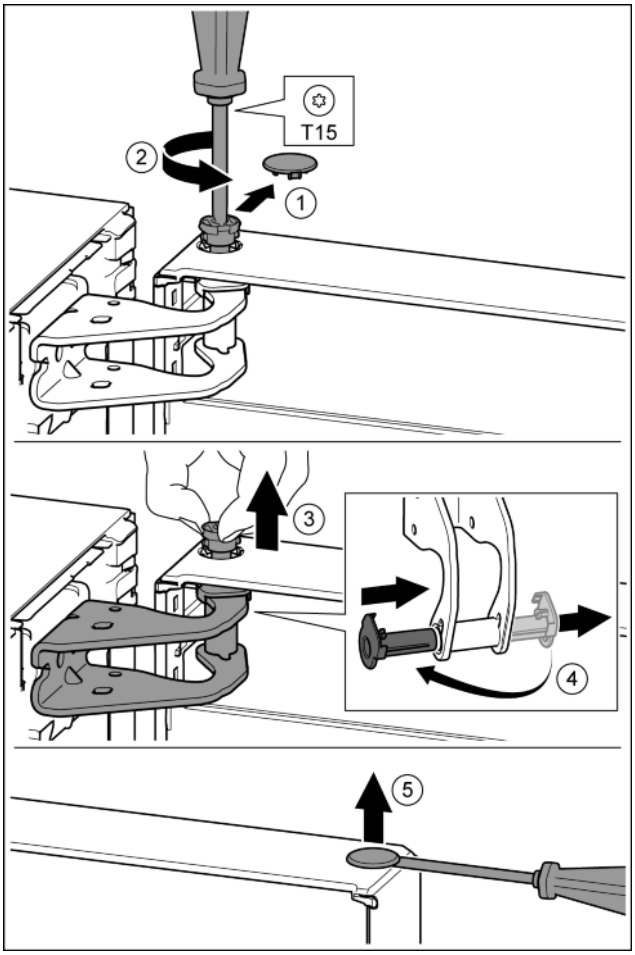

Fig. 12
- ▶ Carefully remove the protective cover. *Fig. 12 (1)*
- ▶ Undo the bolt a little with a T15 screwdriver. *Fig. 12 (2)*
- ▶ Hold the door and remove the bolts with your fingers. *Fig. 12 (3)*
- ▶ Pull the bearing bush out of the guide. Insert from the other side and click into place. *Fig. 12 (4)*
- ▶ Carefully lift the plugs out of the door bearing bush with a slotted screwdriver and remove. *Fig. 12 (5)*